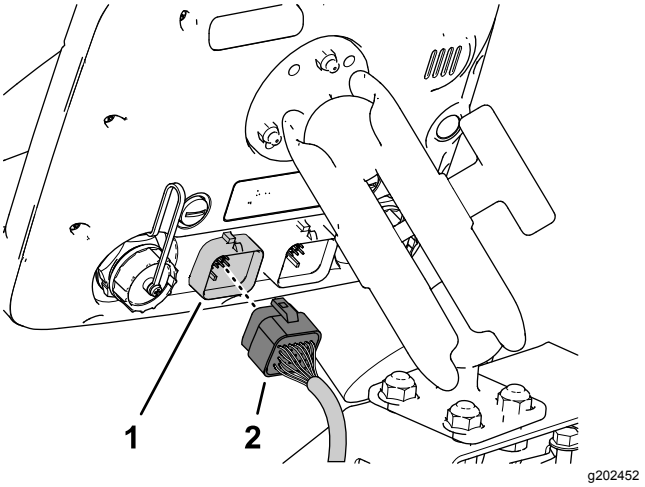

Figuur 206
3. Lijn de connector met 26 contacten van de datakabel uit met de stekker met 26 pinnen van de monitor van de spuitmachine en druk de connector in de stekker tot de onderdelen in elkaar klikken (Figuur 206).